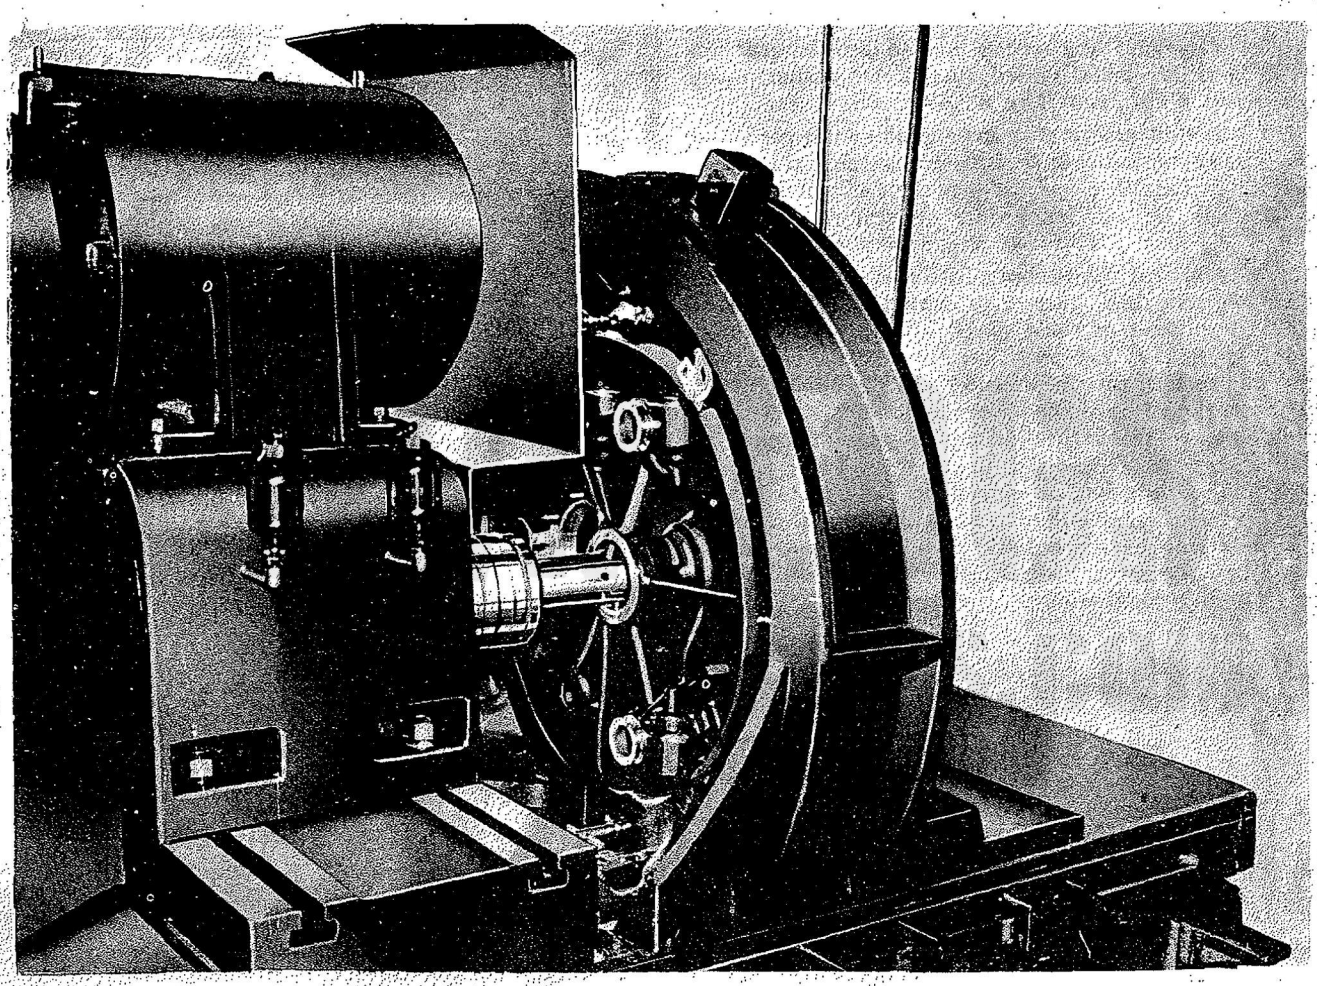

Figure 159—Reaming Starter Shaft Bushing
b. Press in the new bushing, using installing tools cover to fixture (Tool No. 82207) by means of the starter attaching studs, with locating disks (Tools No. 83907-1, -2, and -3) and locating pins (Tool No. 83907-4) in place. Install the roughing reamer (Tool No. 802192), in its slip bushing (Tool No. 83907-13), and insert the slip bushing in the fixture, insuring that it enters the locating disk. Ream the bushing bore by hand. Large overhaul depots may ream by machine as shown in Figure 159. Ream, using the finishing reamer (Tool No. 802193) and the same slip bushing